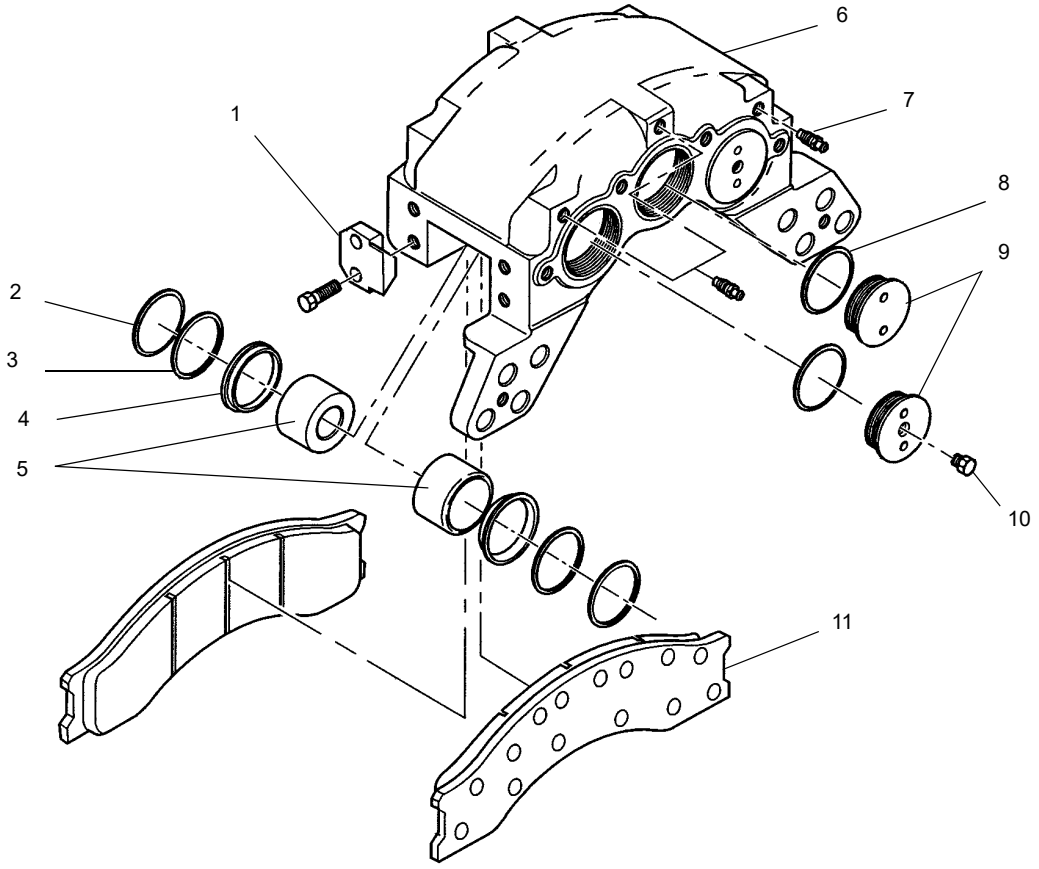

FIGURA 8-7
d. Remova os pistões (Figura 8-7) dos furos que estão opostos à placa de montagem.